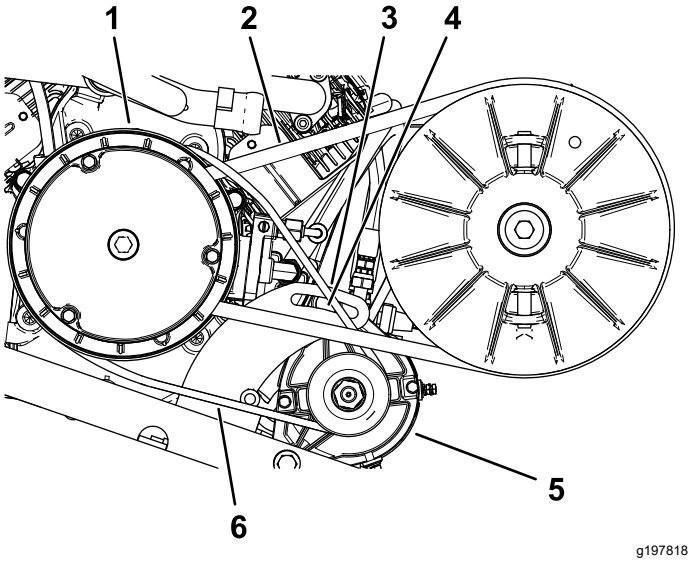

**Figur 70**
2. Lossa startgeneratorns svängmutter (Figur 70).
4. Tryck bändstången nedåt för att vrida startgeneratorn nedåt i skåran tills remmen är så spänd att den endast böjs 6 mm då en kraft på 44 Nm appliceras (Figur 70).
5. Dra åt svängmuttern för hand och ta bort bändstången (Figur 70).